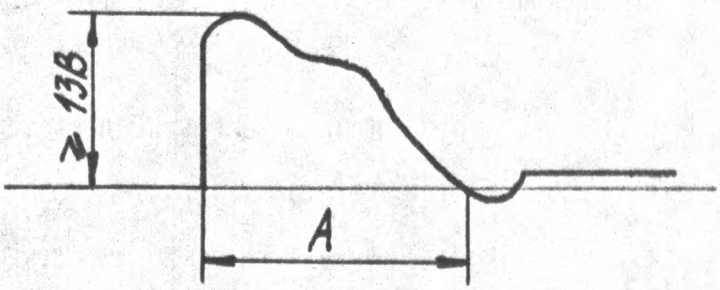

РИС.7.7
7.2.8.3. ПЕРЕКЛЮЧИТЕ ВИДЕОМАГНИТОФОН В РЕЖИМ "ПАУЗА" И НАЖМИТЕ КНОПКУ "ПОИСК". С ПОМОЩЬЮ РЕЗИСТОРА А5-R215 УСТАНОВИТЕ ДЛИТЕЛЬНОСТЬ ИМПУЛЬСА А=(4,6+-0,2)МС, КАК ПОКАЗАНО НА РИС.7.7.